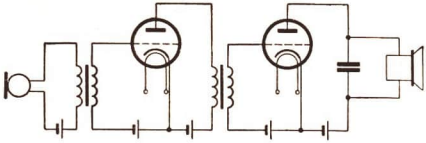

Abb. 30/1
c) Die Verstärkung der Spannung — Trägheitslose Relaiswirkung. Aus den vorangehenden Ausführungen folgt, daß die Triode die dem Gitter zugeführten Spannungsschwankungen in Schwankungen des Anodenstromes umwandelt. Die Verstärkung braucht damit aber noch nicht abgeschlossen zu sein; man kann sie noch weiter fortsetzen. Dazu überträgt man die Stromschwankungen des Anodenstromes über einen Transformator auf das Gitter einer weiteren Röhre und schließt an die erste Verstärkerröhre eine zweite an. Die Primärspule des Transformators liegt dabei im Anodenstromkreis der ersten Verstärkerstufe, während die Sekundärspule in den Gitterstromkreis der zweiten Verstärkerstufe geschaltet ist (Abb. 30/1). Fließt nun durch die Primärspule ein schwankender Strom, so tritt an den Enden der